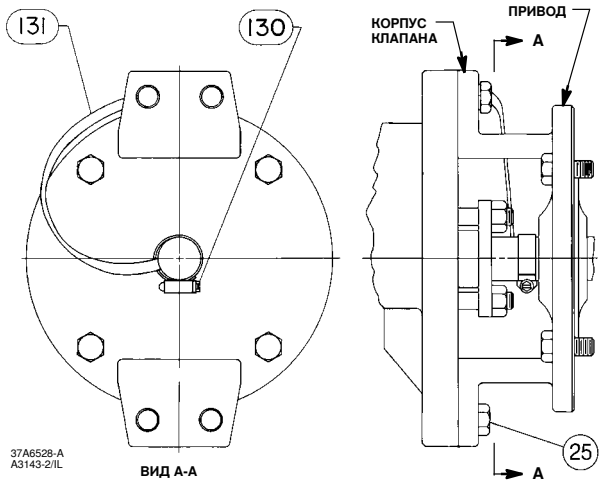

Рис. 6. Дополнительныи кабель заземления для замыкания вала на корпус
4. Прикрепите кабель заземления (поз. 131, рис. 6) к валу при помощи зажима (поз. 130, рис. 6).